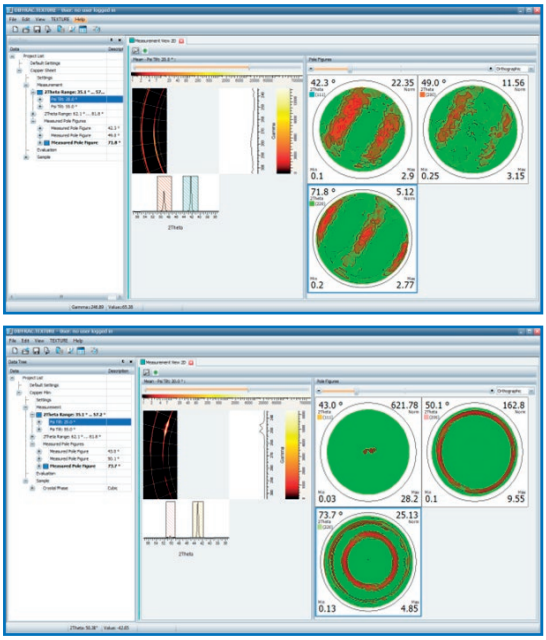

Figure 1: Pole Figure Creation in DIFFRAC.TEXTURE of a Copper Sheet (top) and a Copper Film on Si (bottom.)
The frames were loaded into DIFFRAC.TEXTURE, where the (111), (200) and (220) pole figures were generated, as shown in Figure 1. The pole figures were then modeled using the spherical harmonic method.